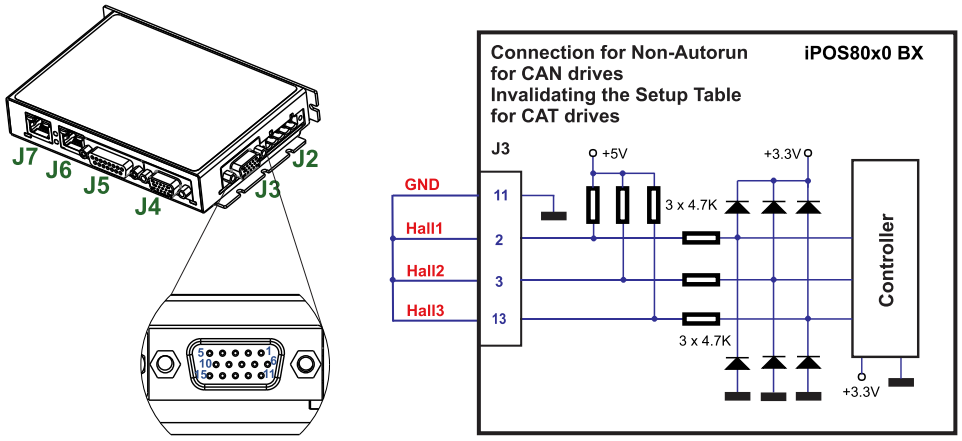

Figure 3.29. **Temporary connection during power-on to remove the drive from** Autorun **mode or disable Setup**
c) Hardware2 – by temporary connecting all digital Hall inputs to GND, during the power-on for about 1 second, until the green LED is turned on, as shown in ***Figure 3.29***. This option is particularly useful when it is not possible to communicate with the drive.